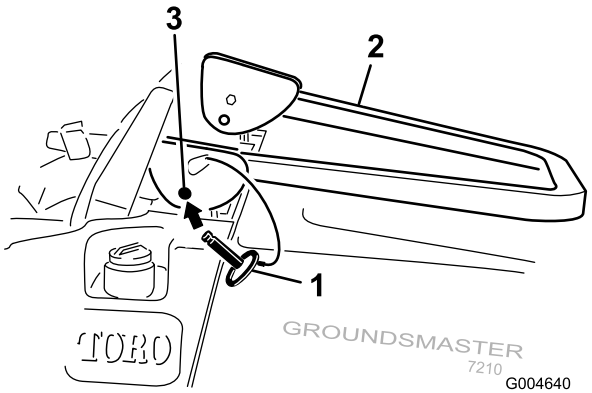

**Figur 11**
2. Sänk ned störtbågen till nedfällt läge (Figur 11).